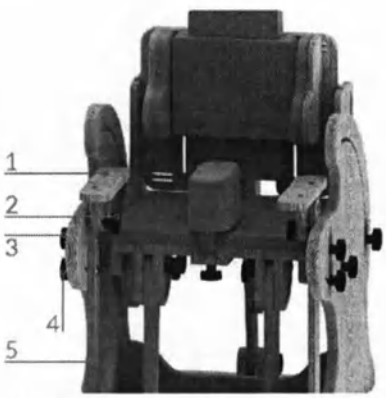
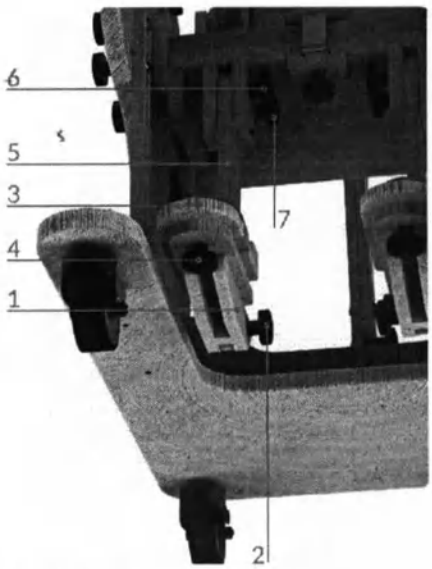
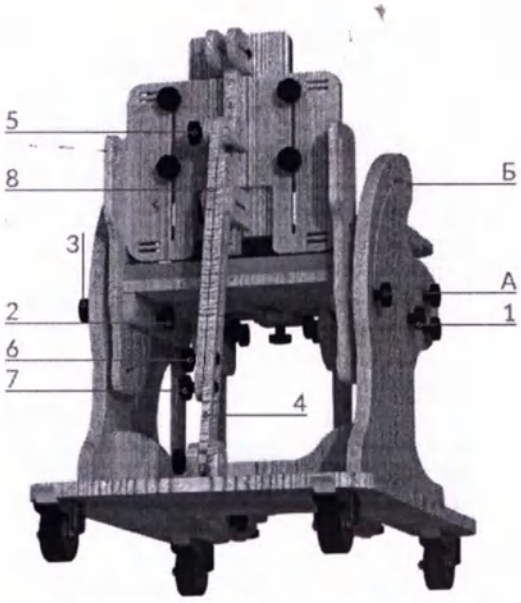

Рис. 3 – Регулировка подлокотника
Рис. 9 – Регулировка подножек
Рис. 11 – Перевод опоры из положения «Сидя» в другие положения
Подлокотники (рис. 3)
Подножка (рис. 9)
1. Стоя лицом к опоре ослабьте барашки (3) и (4) (рис. 3), выдвиньте направляющие подлокотников (5) на максимальную высоту и поверните их на максимальный угол «на себя». Зафиксируйте барашки (3) и (4). Далее, ослабив барашек (2), поднимите ближайший край столика вверх до упора, закрутите барашек (2).
2. Ослабив барашки (6) и (7) (рис. 9) поднимите направляющие (5) максимально вверх так, чтобы сиденье и направляющие лежали в одной плоскости. Закрутите барашки (6) и (7).
3. Ослабьте барашки (1), (2), (3) (см. рис. 11) и, придерживая спинку опоры, ослабьте крепление направляющей (4) с помощью барашков (5), (6), (7).
4. Переведите ложе из положения А в положение Б, а затем опустите сиденье так, чтобы оно составляло со спинкой одну плоскость. Затяните барашки (1), (2), (3), (5), (6), (7). При наличии блокируемой газовой пружины вместо барашков (5), (6), (7) необходимо нажать педаль сзади опоры и одновременно установить нужное положение, затем – зафиксировать результат, отпуская педаль.
5. Для перевода опоры обратно в положение «Сидя» необходимо, придерживая спинку, ослабить барашки (1), (2), (3), (5), (6), (7) (см. рис. 11) и перевести сиденье в горизонтальное положение, а спинку оставить в вертикальном. При наличии блокируемой газовой пружины вместо барашков (5), (6), (7) необходимо нажать педаль сзади опоры и одновременно установить нужное положение, затем – зафиксировать результат, отпуская педаль. Затяните барашки (1), (2), (3), (5), (6), (7). Далее необходимо, ослабив барашки (3) и (4) (рис. 3), придать направляющим (5) подлокотника вертикальное положение и максимально опустить вниз. Затяните барашки (3), (4). Ослабив барашки (2), придайте столику горизонтальное положение. Затяните барашки (2). Ослабьте барашки (3), (4) (рис. 9) и опустите направляющие (5) вниз до упора, затяните барашки (3), (4).
1. Демонтируйте подлокотники полностью выкрутив крепежи (3) и (4) (рис. 3), состоящие из болтов, шайб и барашков.
2. Ослабив барашки (6) и (7) (рис. 9), поднимите направляющие (5) максимально вверх так, чтобы сиденье и направляющие лежали в одной плоскости. Закрутите барашки (6) и (7).
3. Ослабьте барашки (2), (3) (см. рис. 11) на каждой из сторон опоры и полностью выкрутите крепёж (6), состоящий из болта, шайбы и барашка.
4. Придерживая спинку опоры, ослабьте крепление направляющей (4) с помощью барашков (5) и (7). Опустите спинку опоры так, чтобы она лежала в одной плоскости с сиденьем.
5. Затяните барашки (2), (3), (5), (7). При наличии блокируемой газовой пружины вместо барашков (5), (6), (7) необходимо нажать педаль сзади опоры и одновременно установить нужное положение, затем – зафиксировать результат, отпуская педаль.
6. Для перевода опоры обратно в положение «Сидя» необходимо ослабить барашки (2), (3), (5), (7) (см. рис. 11), переведите спинку в вертикальное положение. Далее вставьте крепеж (6), при этом направляющие (4) и (8) должны быть совмещены. Зафиксируйте барашки (2), (3), (5), (6), (7). Ослабьте барашки (6) и (7) (рис. 9) и опустите направляющую (5) вниз до упора, зафиксируйте барашки (6) и (7). Смонтируйте подлокотники при помощи барашков (3) и (4) (см. рис. 3), зафиксируйте их, при этом подлокотники должны принимать вертикальное положение.